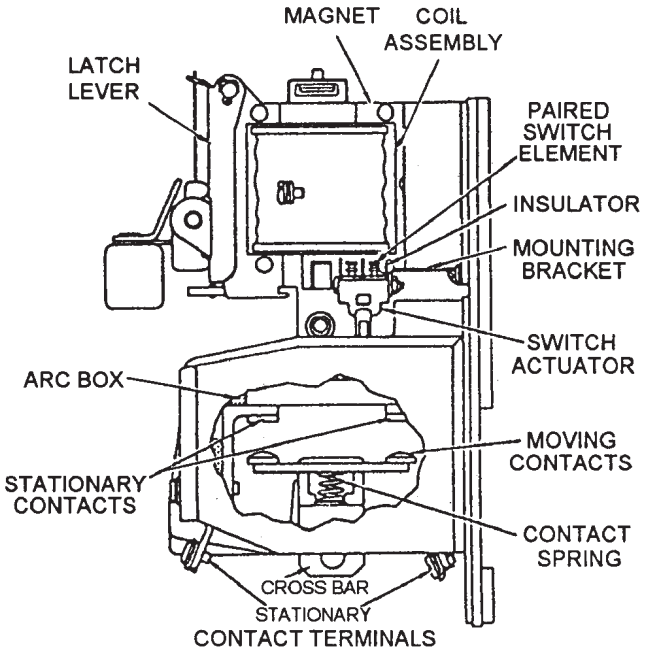

**Figure 5-11.—Size 1 contactor.**
**POWER RELAYS OR CONTACTORS**.—The contactor (also called a power relay or motor contactor) is a heavy-duty relay used to control motor circuits. The coil of the relay is in the 115-volt start-and-run circuit, while three of the contacts (designated A, B, and C) are in the 440-volt motor circuit. Contact D is in the run portion of the start-and-run circuit. The D contact supplies an input to the control circuit, which indicates that the contact is closed. There are three sizes of contactors (00, 1, and 3) used in gun mounts. Size 1 is shown in figure 5-11.